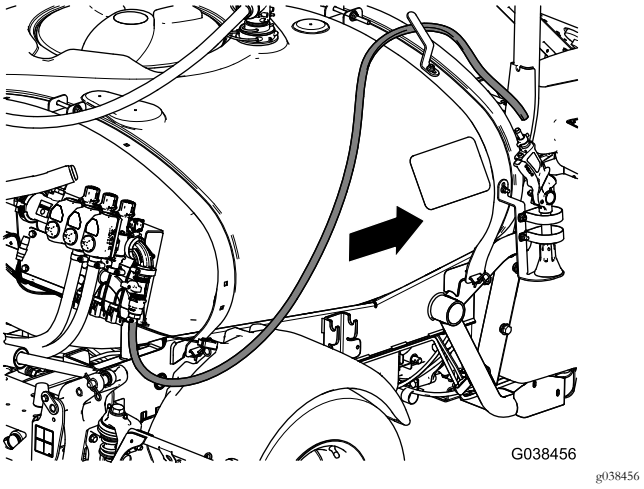

Figura 93
6. Encaminhe o tubo de fornecimento ao longo do depósito do pulverizador em direção do suporte da pistola de pulverização e prenda o tubo à estrutura do depósito com as três braçadeiras (Figura 93).